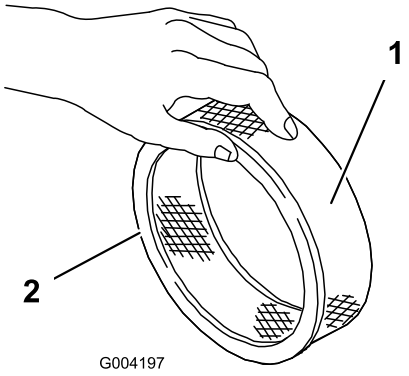

Figur 17
5. Efterse papirfilteret for revner, en olieagtig film og beskadigelse af gummipakningen (Figur 17).
1. Skub forsigtigt skumforfilteret over på papirindsatsen (Figur 17).